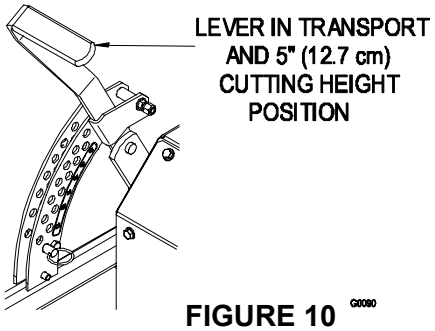
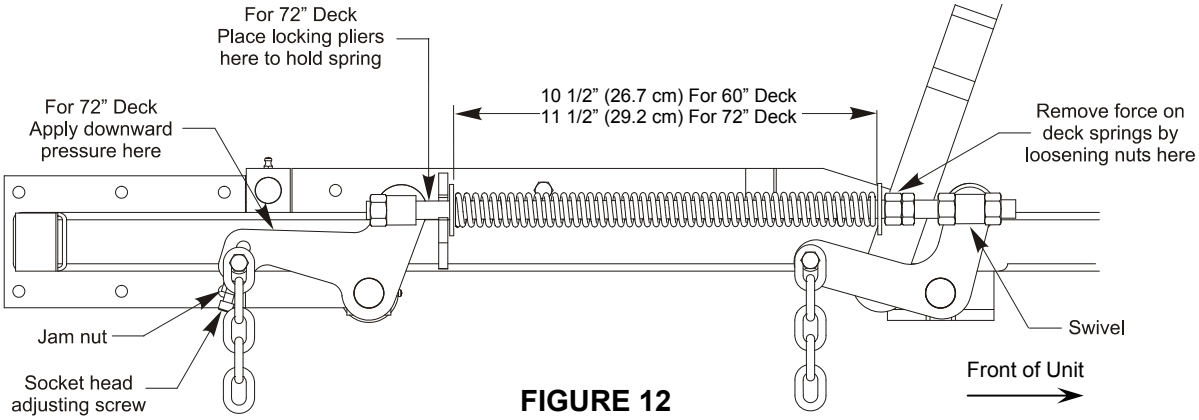

FIGURE 10
FIGURE 12
c) Raise the deck lever to the transport position (also the 5" (12.7 cm) cutting height position). See Figure 10.
e) Raise the deck to the 5” (12.7 cm) height position (also transport position) and take all force off of the two large deck lift springs by loosening the nuts at the front of each spring. See Figure 12.
For 72” units – Lower the deck to the 1-1/2” (3.81 cm) height position. Force the left rear deck support arm downward about 1/4” (6.4 mm) to get the deck to rest at the 1-1/2” height position. Place locking pliers between the rear swivel and spring stop to hold the deck in this position. See Figure 12.
l) Raise deck lift lever to the 5” (12.7 cm) cutting height position See Figure 10. Adjust spring compression until proper distance is obtained between the two large washers (See Figure 12). Adjustment is made by turning the nut at the front of each spring (clockwise will shorten the spring, counter-clockwise will lengthen the spring). Lock in position with jam nuts.